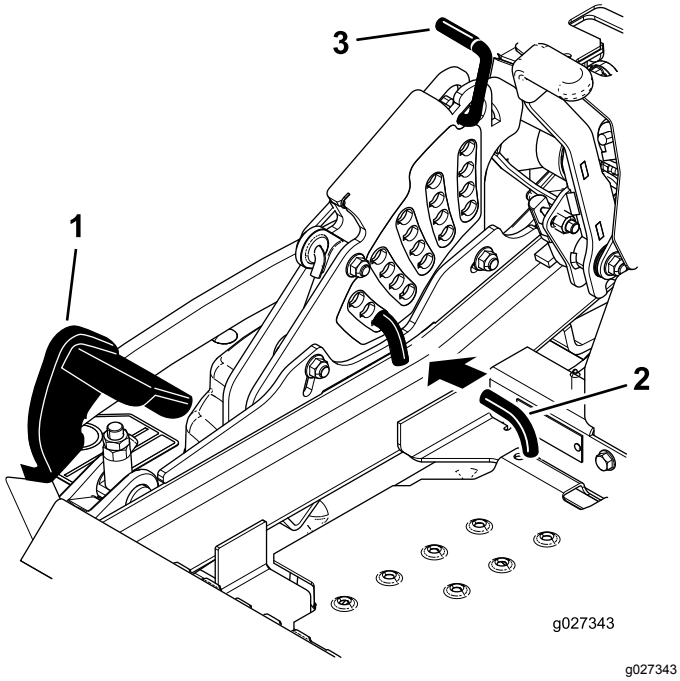

Figura 29
2. Pise el pedal de elevación de la carcasa y eleve la carcasa a la posición de transporte (que es también la posición de altura de corte de 140 mm), tal y como se muestra en la Figura 29.
3. Para ajustar la altura de corte, gire el pasador 90 grados y retire el pasador del soporte de altura de corte (Figura 29).
4. Seleccione el taladro del soporte de altura de corte que corresponde a la altura de corte deseada, e inserte el pasador (Figura 29).